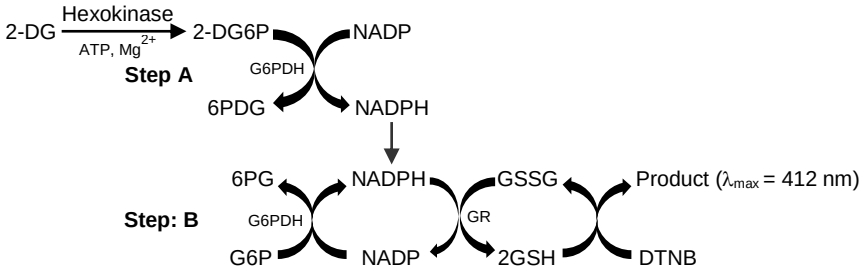

Figure 1. Assay Procedure. Step A: 2-DG oxidation to generate NADPH; Step B: NADPH recycling amplification reaction
b. NADP Degradation: To degrade unused NADP (Figure 1, step A), add 90 µl of Extraction Buffer to each well, seal with aluminum sealing tape and heat at 90°C for 40 min. Cool on ice for 5 min and add 12 µl of Neutralization Buffer.
Figure 1. (a) 2-DG6P Standard Curve **(b)** 2-DG uptake in 3T3-L1, human adipocyte and Hela cells. To scale on the same graph, data from 3T3-L1 cells is plotted at 10% of true value. Assays were performed following kit protocol. 2-DG = 2-deoxyglucose, I = Insulin; P = Phloretin.